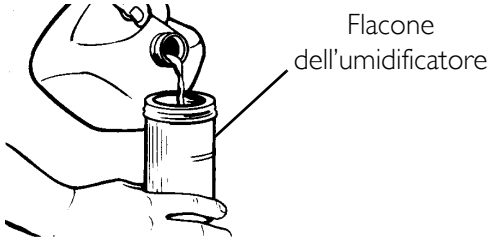
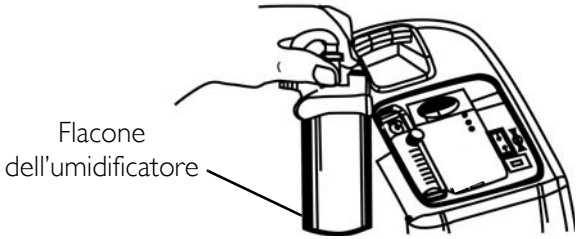
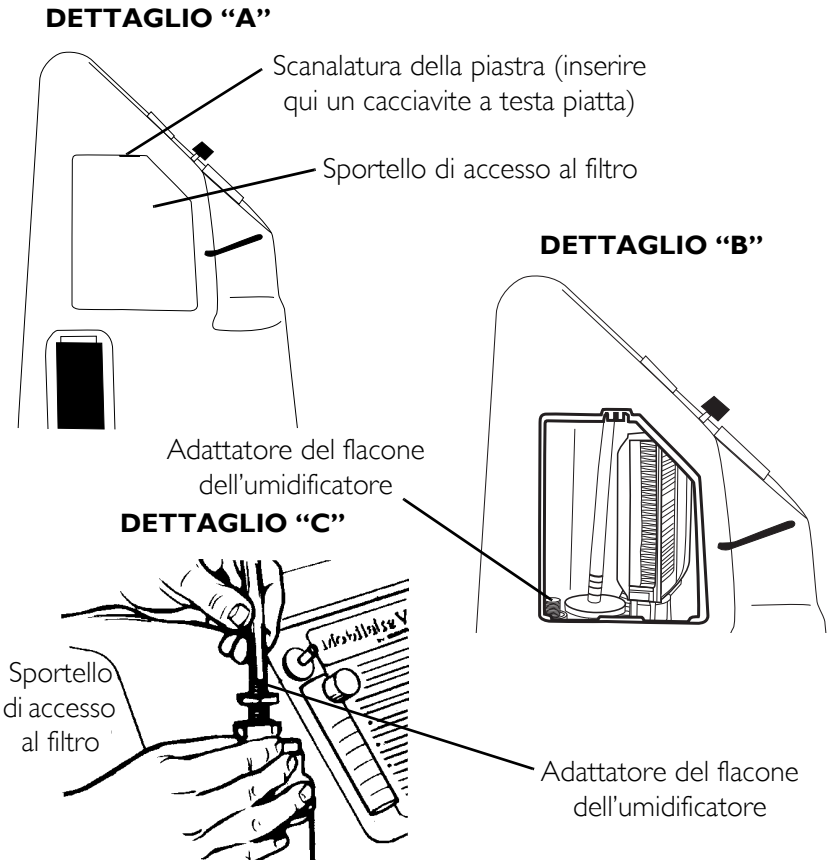
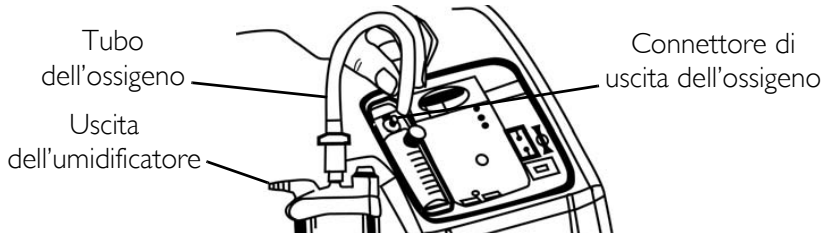

FIGURA 5.1 Riempimento dell'umidificatore
FIGURA 5.2 Scomparto dell'umidificatore
FIGURA 5.3 Collegamento dell'adattatore del flacone dell'umidificatore
FIGURA 5.4 Collegamento del tubo dell'ossigeno
NOTA: Per questa procedura, fare riferimento alla FIGURA 5.1 a pagina 80, FIGURA 5.2 a pagina 80, FIGURA 5.3 a pagina 81 e FIGURA 5.4 a pagina 82.
3. Rimuovere lo sportello di accesso al filtro situato sul lato del concentratore. Inserire un cacciavite a testa piatta nella scanalatura della piastra situata sul bordo superiore dello sportello di accesso al filtro e aprire con delicatezza lo sportello. Vedere DETTAGLIO "A" nella FIGURA 5.3.
4. L'adattatore dell'umidificatore si trova vicino al filtro di entrata. Tirare verso l'alto e rimuovere l'adattatore del flacone dell'umidificatore. Vedere Dettaglio "B" nella FIGURA 5.3.
5. Collegarlo all'umidificatore ruotando in senso antiorario il dado ad alette del flacone fino a fissarlo saldamente. Vedere Dettaglio "C" nella FIGURA 5.3.